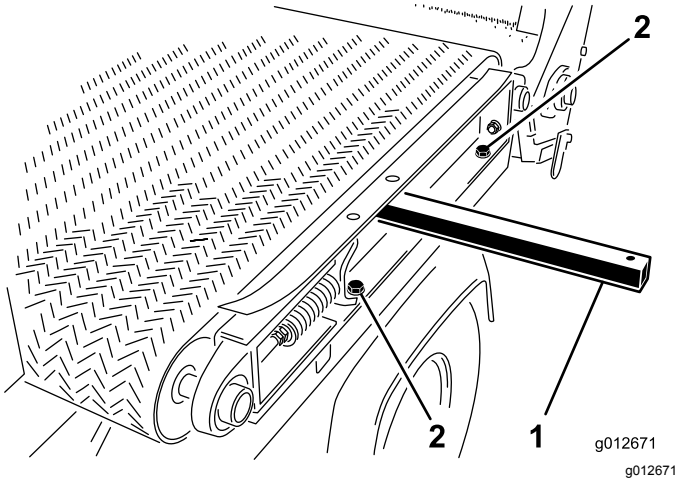

Rysunek 30
1. Po lewej stronie maszyny przymocuj lewą szynę ramy ślizgowej do lewego błotnika (Rysunek 30) za pomocą 2 śrub i 2 podkładek zdemontowanych w ramach procedury Rozmontowywanie sań ślizgowych (Strona 25), następnie dokręć śruby.